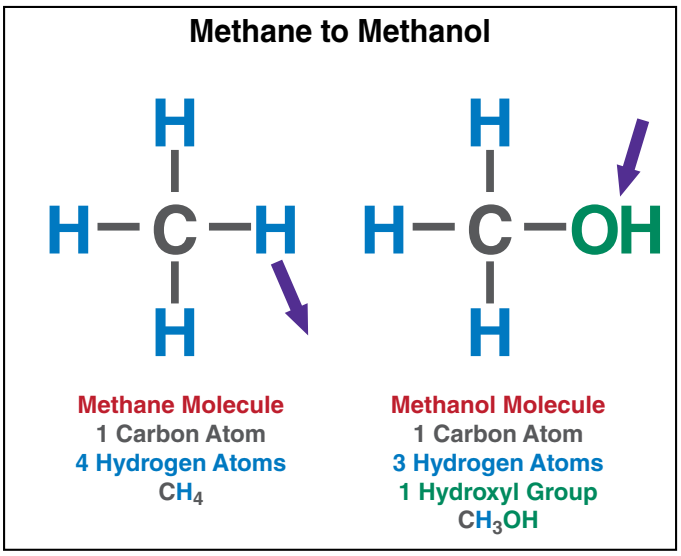

Figure 4.42 Methanol is a hydrocarbon derivative formed when a methane molecule loses one hydrogen atom and gains a hydroxyl group instead.
As the name implies, *hydrocarbon derivatives* are compounds derived from hydrocarbons. The difference between methane (CH_4) and methanol (CH_3OH) is that the original methane compound loses one hydrogen atom (H) and gains a hydroxyl group (OH) in its place **(Figure 4.42)**. There are so many kinds of hydrocarbon derivatives that going into detail is beyond the scope of this text. **Table 4.9, p. 178,** introduces some of the hydrocarbon derivatives and the hazards associated with them.